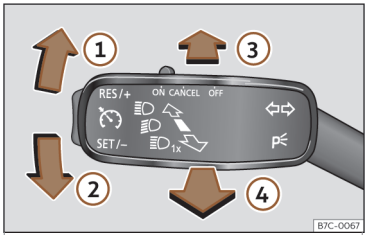

Fig. 89 Palanca de intermitentes y de luz de carretera.
- Desde la posición base, pulse hacia delante la palanca de los intermitentes y luz de carretera››› **fig. 89** ③.
- **O BIEN:** con la luz de carretera conectada, tire hacia atrás de la palanca de los intermitentes y luz de carretera››› **fig. 89** ④.